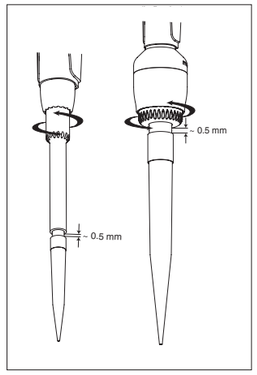

Rys. 2
2.4 Zwalnianie końcówki (rys. 2 i 3)